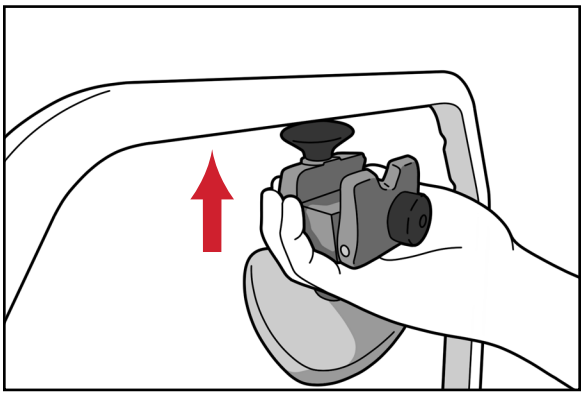

Figure 3
1. Dévisser le bouton de verrouillage et incliner la partie avant de la pince de compression vers l'arrière jusqu'à ce qu'elle soit ajustée autour du pont. (Figure 3)